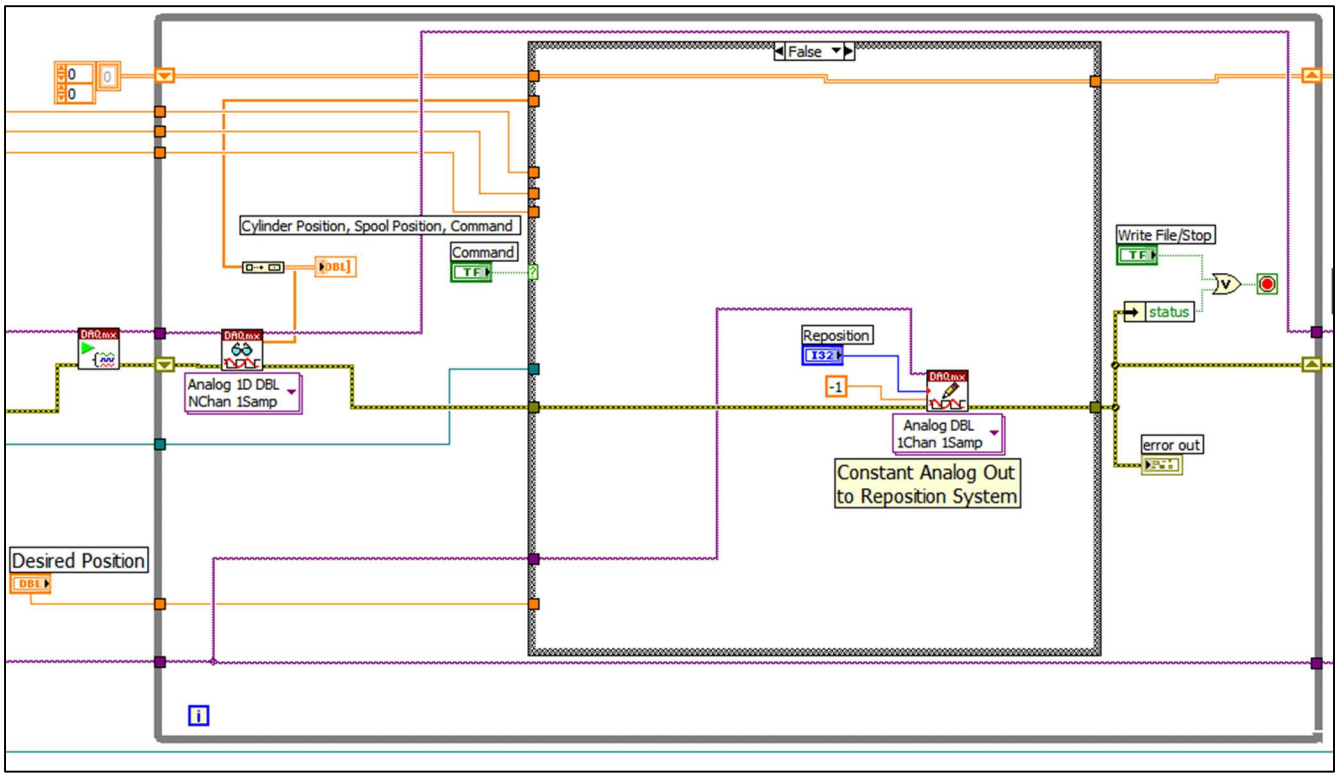

Fig. 4. The Control Loop with the Command Button ***OFF***
- As execution enters this loop, the ***Command*** button should be ***OFF***, so the program operates in ***open-loop mode*** by sending the ***reposition voltage*** to the analog output channel and data is collected and shown on the ***Waveform Chart*** on the front panel. The block diagram of this segment with the ***Command*** button ***OFF*** is shown in ***Fig 4***.